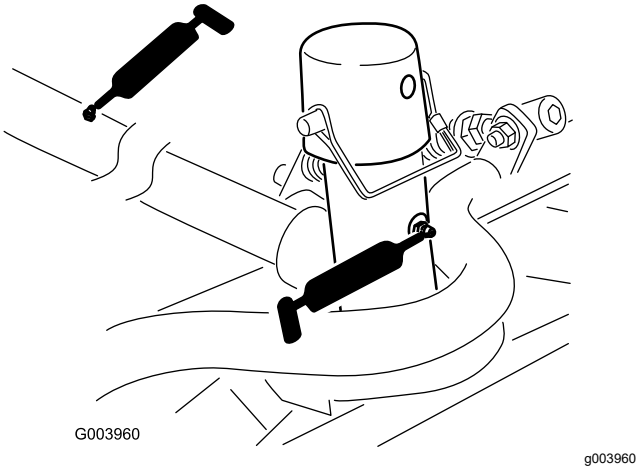

Figuur 75
- Draagframe en draaipunt van maaidek (2 elk) (Figuur 75)